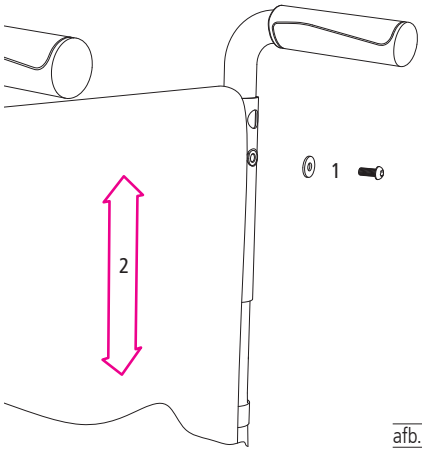

afb. 46
1. Draai de inbusbout (1, afb. 46) boven op de rugbuis los (of de draaiknop van de hoogteafstelling bij in hoogte verstelbare duwhandvatten).
2. Breng de rugmat nu in de gewenste positie (2, afb. 46) en breng vervolgens de bout weer in.